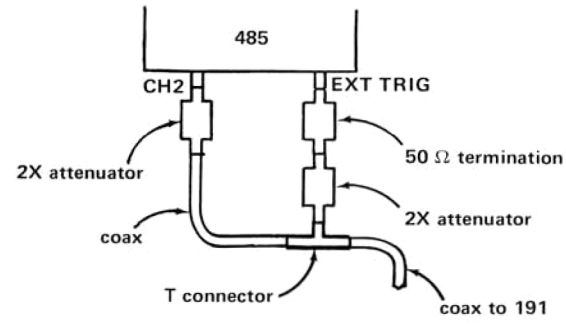

Fig. 5-2. External Trigger Check Connection.
b. Apply 20 mV of 50 kHz reference signal (as viewed on the CRT) from the 191 through the network shown in Fig. 5-2. Set the 191 to 50 MHz (without changing the Amplitude control). Set the A & B TIME/DIV controls to 20 ns/division. Adjust the LEVEL control and check that stable triggering can be achieved. Disconnect the Type 191 from the Fig. 5-2 network.
c. Connect the High Frequency Constant-Amplitude Signal Generator to the Fig. 5-2 T connector through a GR to BNC adapter. Adjust generator amplitude to provide 100 mV of displayed Reference Frequency signal on the CRT (use external attenuators as necessary between the generator cable and the T connector to obtain the 100 mV displayed signal).
h. Disconnect generator and Fig. 5-2 network from the 485.
b. Connect 50 Ω termination at A EXT TRIG; connect 2X attenuators to 50 Ω termination and CH 2 input; connect Dual Input cable to 2X attenuators; connect CAL 5 V output to Dual Input Connector. See Fig. 5-2.